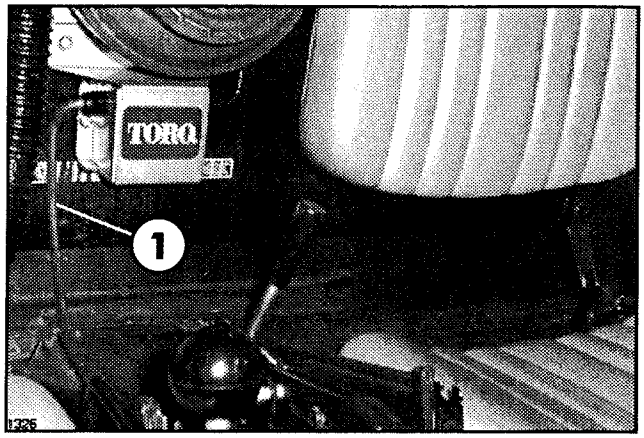

FIG. 3
3. Push Power Cable under Rear Seal at the bottom of back wall. See FIG. 3.